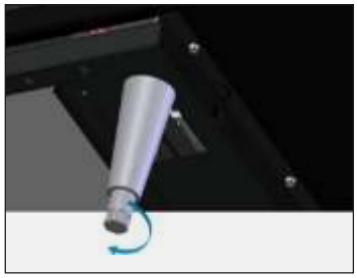

Fig. 5. Turn the bottom stem to level the cabinet.
3. If the cabinet is not level, gently lift and support the low end of the cabinet. With an adjustable wrench, screw the bottom stem of the leveling leg in or out to level and support the cabinet. See fig. 5.